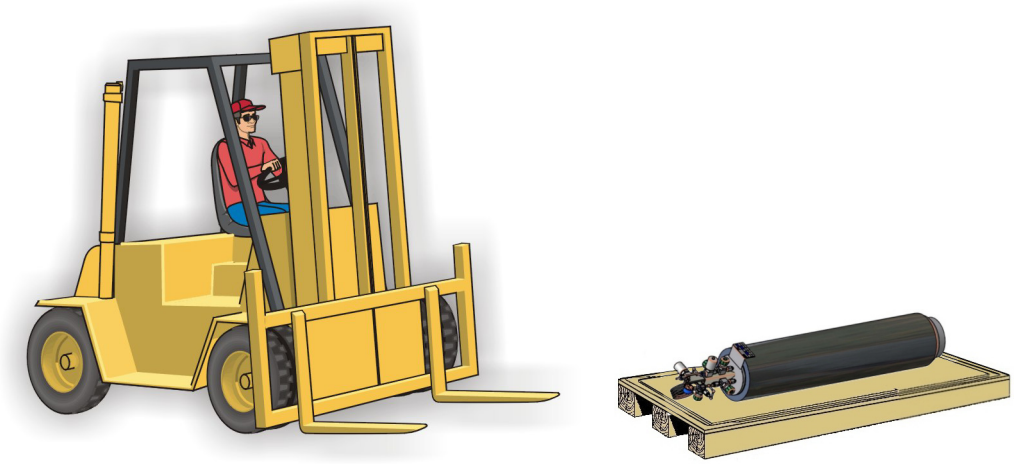

fig. 5.16
a. abide by the instructions on the packaging (especially the position of the forks and the barycentre): note that the position of the forks is the widest possible (L);
e. position delicately on the ground (*fig. 5.16*).